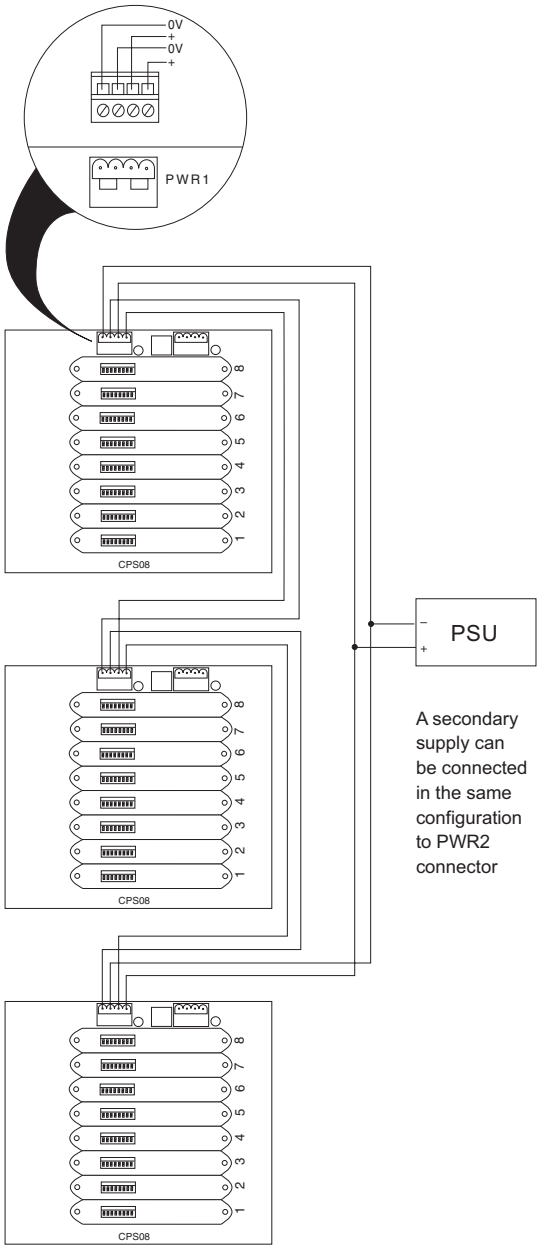

Figure 4.12: "Ring" wiring multiple backplanes
a) Make the connections shown in Figure 4.12.